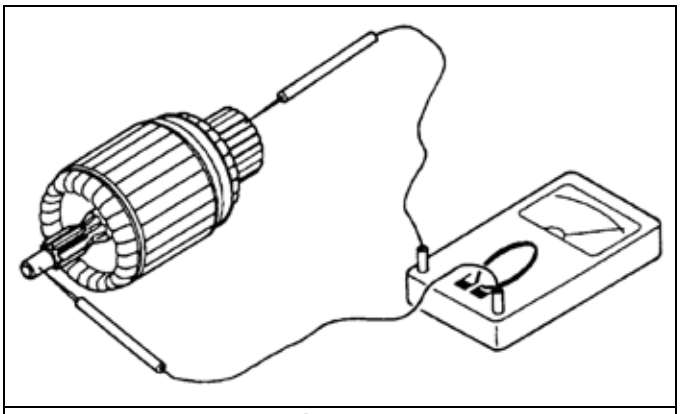

Fig. 5-30
b. Inspect armature coil for ground with a circuit tester (page 5-15, Fig. 5-30). Replace grounded armature.